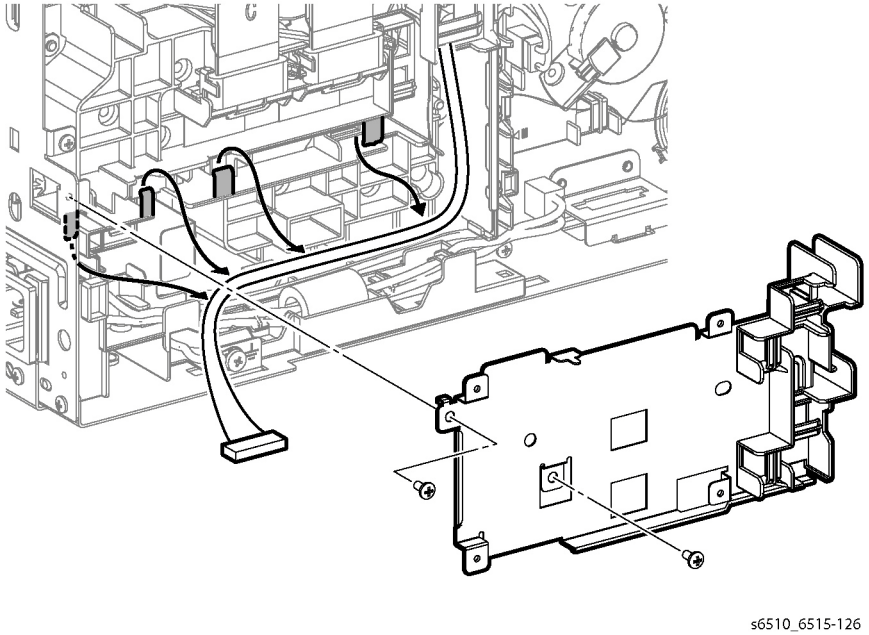

Figure 2 Remove the MCU Plate (MFP)
4. Refer to Figure 2 to remove the two screws (silver, M3x6mm) attaching the MCU Plate.